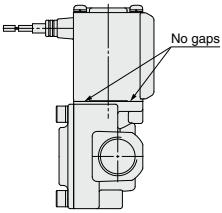
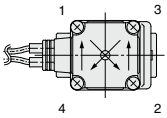

Fig. 1
Fig. 2
2) Push the coil assembly against the body and tighten the screws two or more rounds diagonally (Fig. 2) in the status that there are no gaps between the coil assembly and body (Fig. 1).
∗ After tightening the screws, make sure that there are no gaps between the coil and body (Fig. 1).